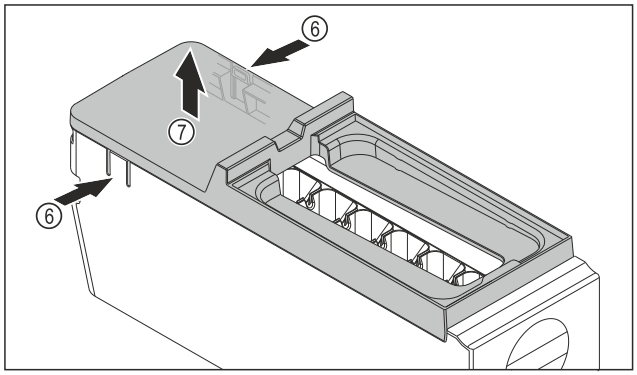

Fig. 146
▶ Afdekking van de EasyTwist-Ice-corpus wegnemen: Strips *Fig. 146 (6)* aan beide zijden van de EasyTwist-Ice-corpus met een hand indrukken.
▶ Afdekking *Fig. 146 (7)* met de andere hand van bovenaf wegnemen.